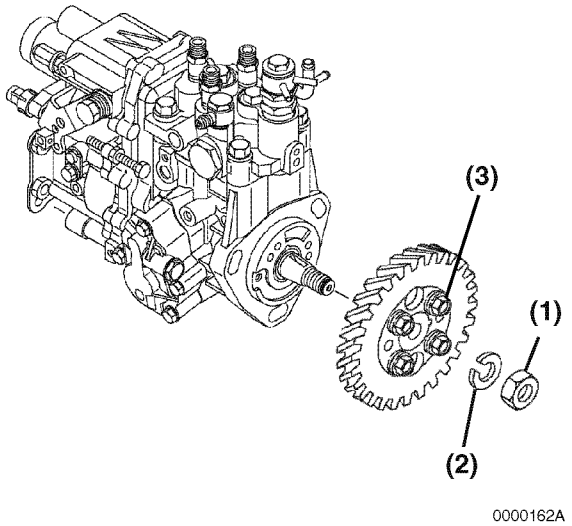

Figure 7-16
18. Do not loosen or remove the four bolts **(Figure 7-16, (3))** retaining the pump drive gear to the hub. Only remove the single drive gear nut **(Figure 7-16, (1))** and washer **(Figure 7-16, (2))**, leaving the hub attached to the gear.
19. Hold the gear train using a large socket wrench on the crankshaft pulley nut. Loosen the fuel injection pump drive gear retaining nut **(Figure 7-16, (1))** and turn it out to the end of the fuel injection pump shaft.